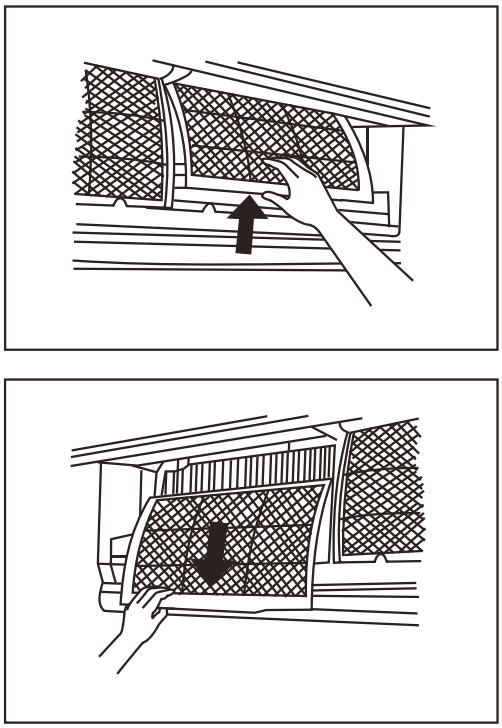

Рисунок 12 - Снятие воздушного фильтра внутренних блоков настенного типа
1.Поднимите переднюю панель внутреннего блока. Воздушный фильтр находится под лицевой панелью внутреннего блока (см. рис. 12).